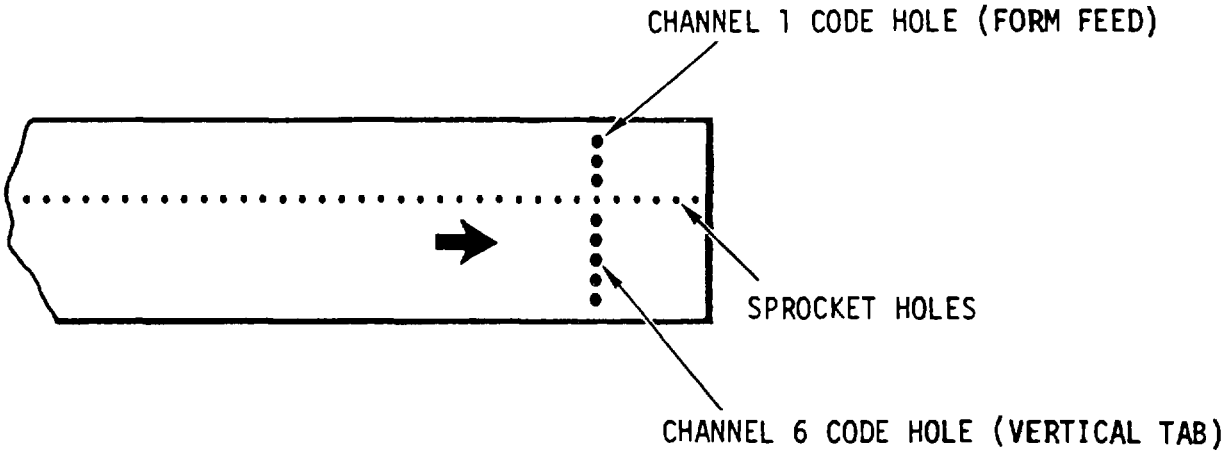

Figure 2-3. VFU Punched Tape
The VFU tape (fig. 2-3) is standard one-inch wide opaque paper or mylar tape. if comes with prepunched sprocket holes that correspond to the lines on a form. Additional holes, known as channel code holes, may be punched in the tape by the punch and splicer device. Although eight channel code holes may be punched, only two are recognized by the line printer. They are channel one code hole for Form Feed (FF) and channel six code hole for Vertical Tab (VT).